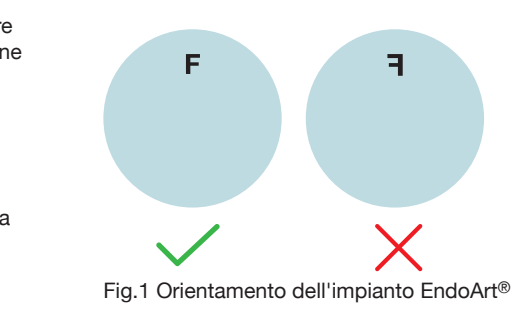

Fig.1 Orientamento dell'impianto EndoArt®
14. Prima dell'inserimento, assicurarsi che l'impianto sia nella direzione corretta: sulla superficie periferica di EndoArt® è presente il carattere "(F)" che deve apparire correttamente (Fig. 1); in caso contrario, è necessario capovolgere l'impianto.